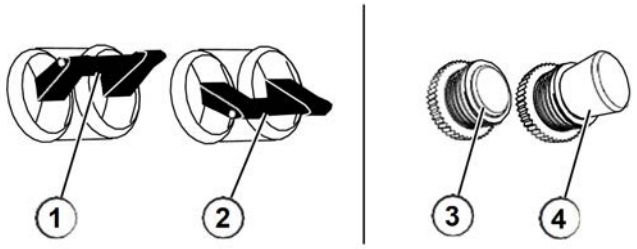

Figure 8 - Breakers
5. Make sure the circuit breakers are properly set (see Figure 8 below).